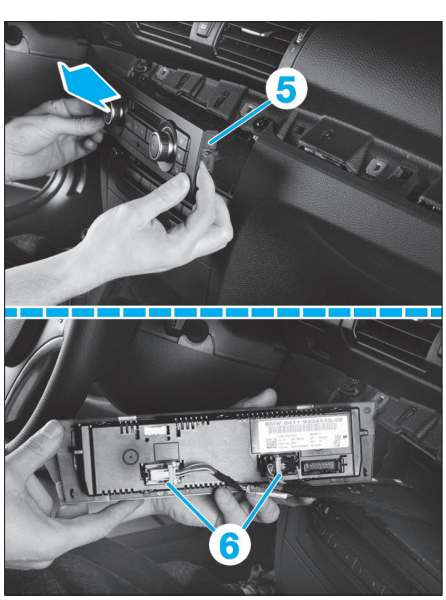

Fig. 33
• Dégrafer le panneau de commande de climatisation (5), puis débrancher les connecteurs (6) **(Fig.33)**.